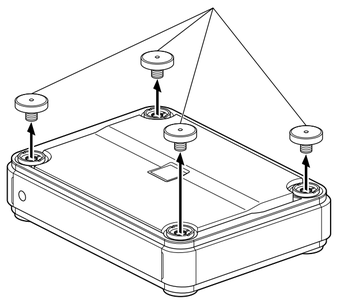
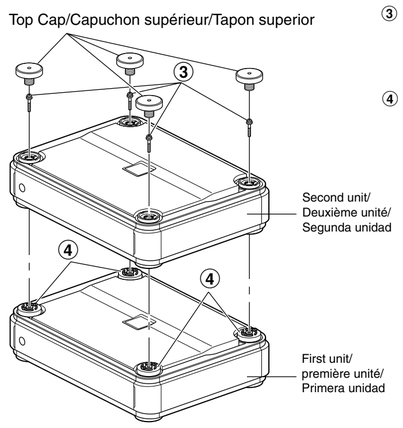

Fig. 1
Fig. 4
INSTALLATION (Fig. 1 - Fig. 4)
2. Remove the four corner top caps on top using the hexagon wrench (large, supplied). Refer to fig.1.